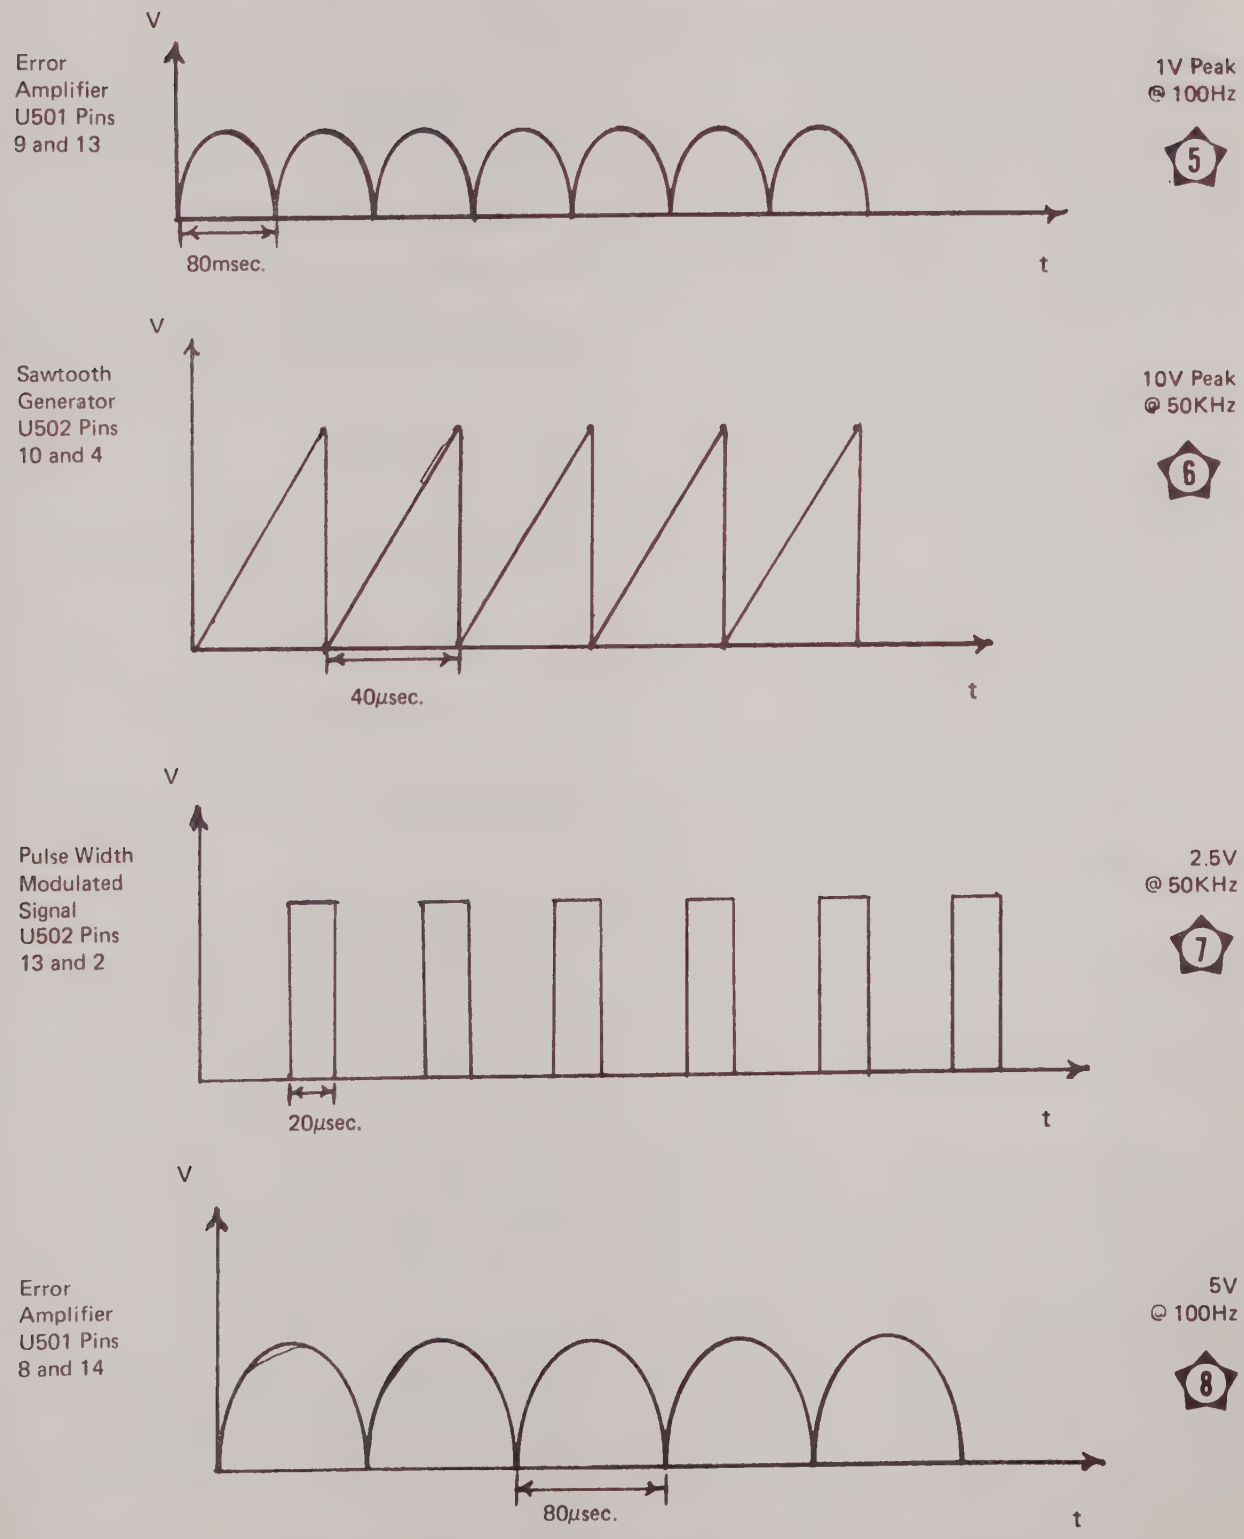

FIGURE 5-21 2200 S SWITCHING AMPLIFIER STAR DIAGRAM
3. Connect 4-1K ohm ¼ watt load resistors to J503 pins 8 and 2, 7 and 1, 6 and 4, 5 and 3, to substitute the disconnect motor coils. (Refer to Figure 5-21).